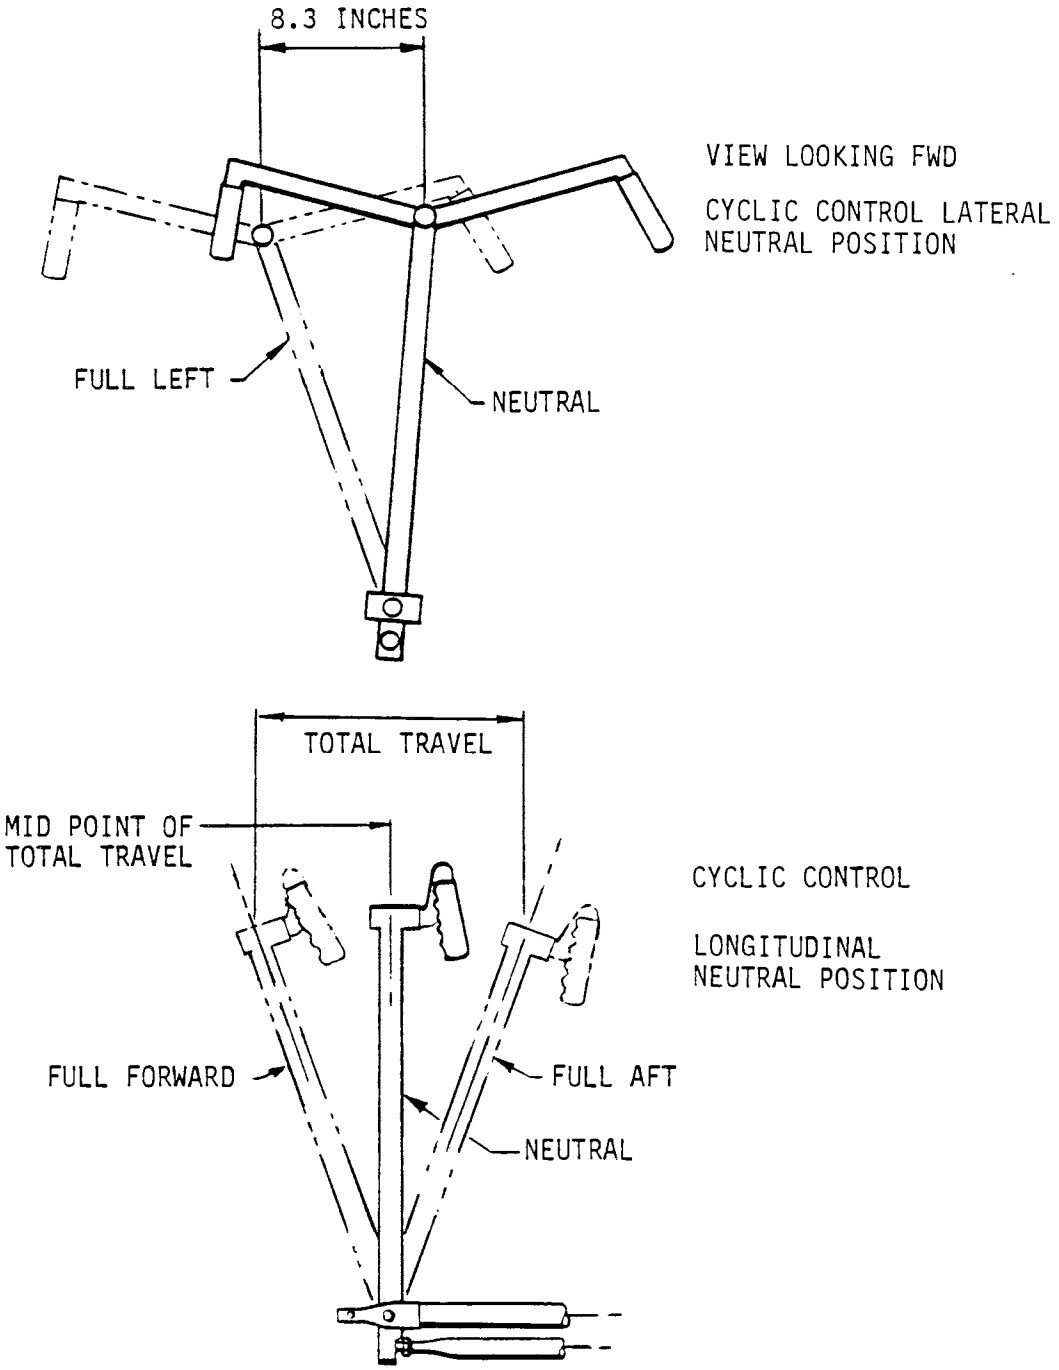

FIGURE 10-1 CYCLIC CONTROL STICK NEUTRAL POSITION
d) Place the cyclic control in the neutral position. This point is 8.3 inches to the right of full left travel and at the mid-point of the total fore and aft travel. (See Figure 10-1). Place the collective control full down.